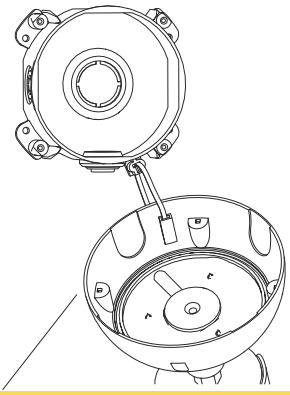

рис. 2
2) Закрепите основание монтажной коробки на поверхность, используя дюбели и саморезы, таким образом, чтобы отверстие для хомута было внизу (рис. 2).
5) Отпустите крышку с камерой, дав ей повиснуть на хомуте (рис. 2).